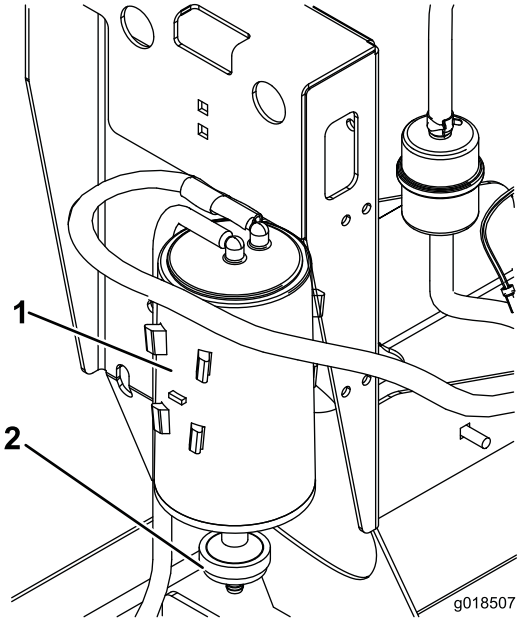

Figur 20
2. Ta bort och släng kolkanisterns luftfilter (Figur 20)..